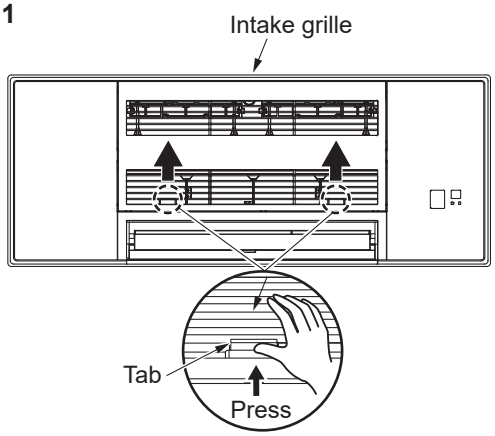

Figure 2
(2) Hold the intake grille and pull it down to open (Figure 2).